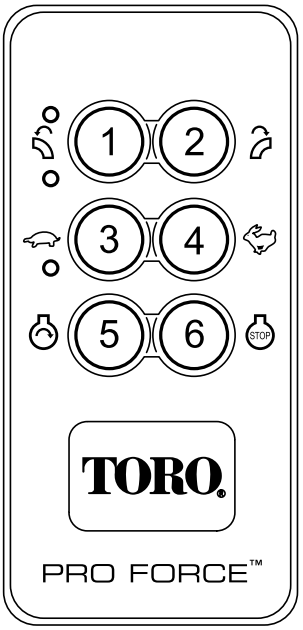

Figur 12
4. Knappen Motor, start aktiveras först när du trycker på startknappen medan aktiveringen av motorstart är påslagen. Du slår på aktiveringen av motorstart genom att utföra följande steg (Figur 12):